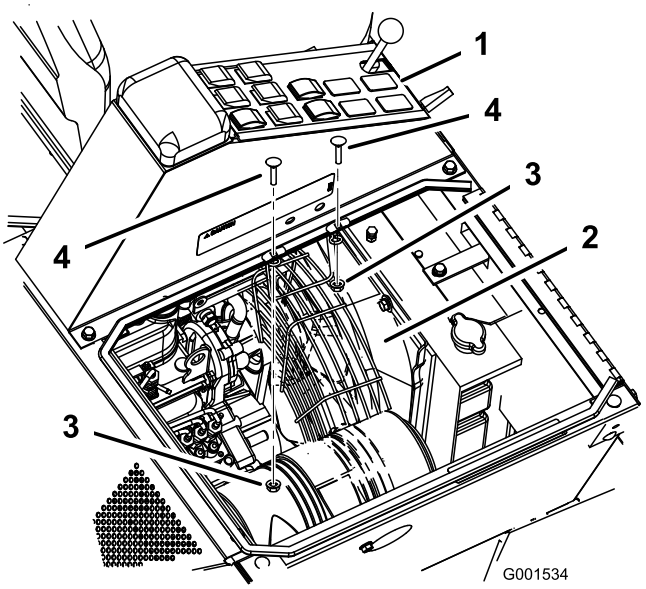

Figur 1
2. Ta bort de två bultarna och muttrarna från mittkonsolen (Figur 1).
3. Placera skyddet under mittkonsolen och ovanför fläkten (Figur 1).
4. Montera fläktskyddet på mittkonsolen med fyra vagnsbultar (5/16 x 3/4 tum) och fyra flänsmuttrar (5/16 tum) (Figur 1).